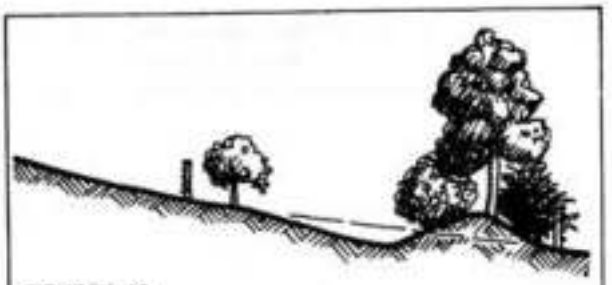

FIGURE 9.18
2. PLANT SITES FOR WINDBREAKS. Low sidecasts heap up topsoil, create shelter, and catch or delay run-off, as well as reduce root competition for a year or two, all good reasons to sidecast for long windbreak sequences, and in wetter ground to establish willows, poplars, and tamarisk above water-logged ground (**Figure 9.18**).